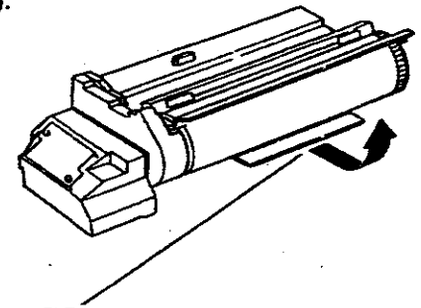

**Рисунок 3. Снятие упаковочного материала**
2. При установке нового копи-картриджа осторожно уберите упаковочный материал (при его наличии), находящийся между фоторецептором и пальцами отделения (рисунок 3).